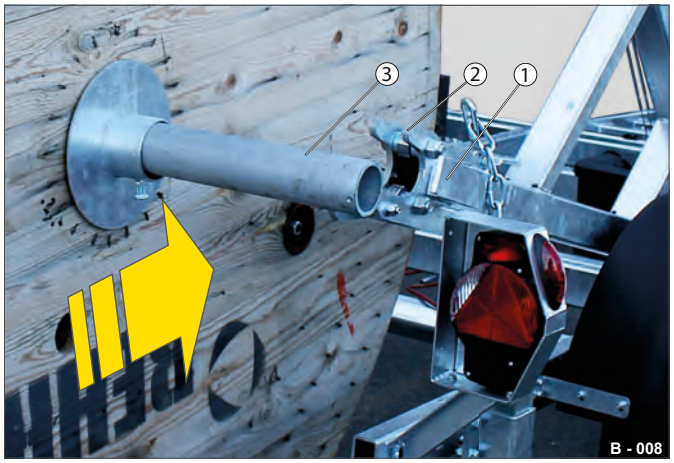

Fig. 11 Påsætning af kabeltromle
▶ Før kabeltromlen hen til tromlestativet - sørg for, at transportakslen (Fig. 11 /3) kommer til at befinde sig på indersiden af sidebegrænserne (Fig. 11 /1) i højre/venstre side.